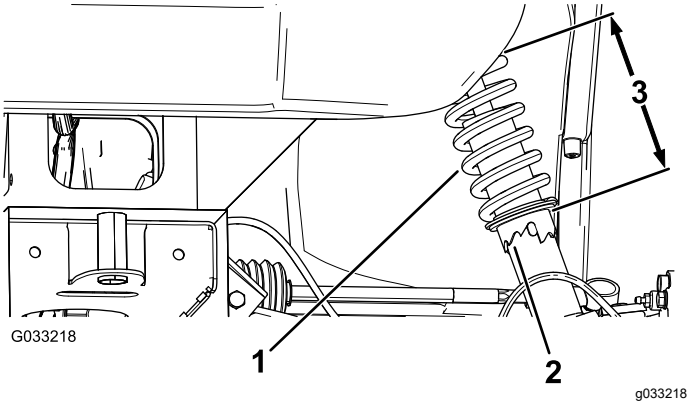

Figura 55
2. Se o alinhamento da roda estiver desalinhado, utilize a chave de aperto para rodar o anel na mola amortecedora para alinhar a roda (Figura 55).